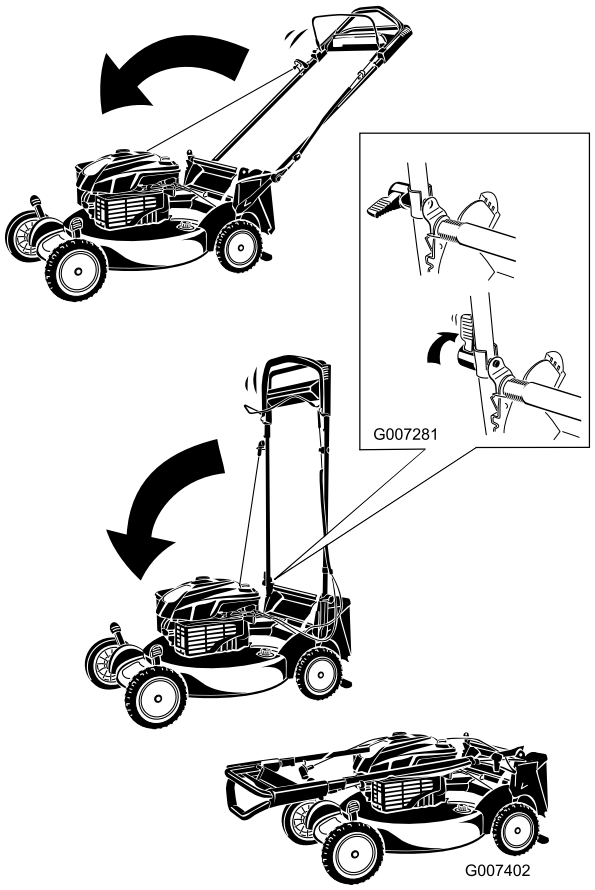

Figur 41
1. Roter håndtaket forover (Figur 41).